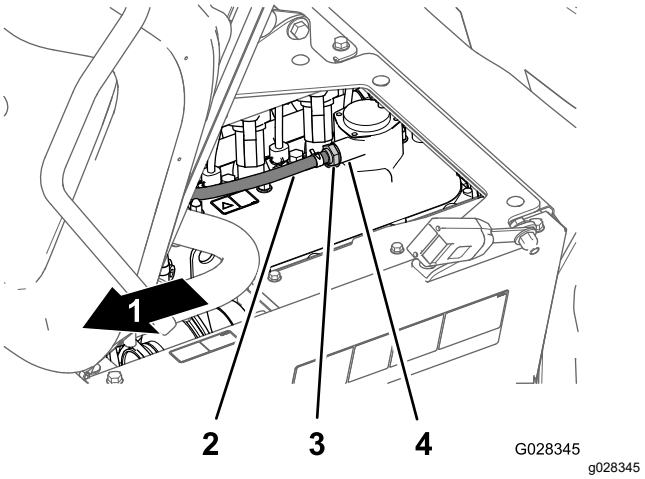

Figuur 78
2. Verwijder de PCV-klep van de fitting van het klepdeksel (Figuur 78).
Opmerking: Als de interne restrictor van de klep rammelt, kan er onderhoud worden uitgevoerd aan de PCV-klep. Als de interne restrictor niet vrij is om te rammelen wanneer de PCV-klep geschud wordt, moet u de PCV-klep vervangen (Figuur 78).
4. Plaats de PCV-klep totdat deze volledig in de afdichting voor de fitting van het klepdeksel zit (Figuur 78).